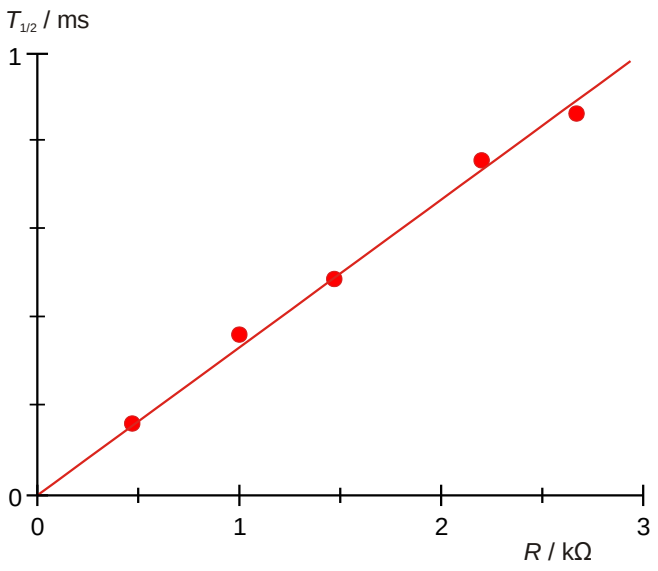

Fig. 5: Halbwertszeit $T_{1/2}$ in Abhängigkeit vom Widerstand R.
- Die Halbwertszeiten $T_{1/2}$ aus Tab. 3 gegen die Ohm'schen Widerstände R in einem Diagramm auftragen und eine Ursprungsgerade anpassen (Fig. 5).
- Zur Überprüfung von Gleichung (3) aus der Geradensteigung m_C die Kapazität C bestimmen.
- Die Halbwertszeiten $T_{1/2}$ aus Tab. 5 gegen die Produkte $R{\cdot}C$ in einem Diagramm auftragen und eine Ursprungsgerade anpassen (Fig. 5).
- Zur Überprüfung von Gleichung (3) aus der Geradensteigung m den Proportionalitätsfaktor ln2 bestimmen.